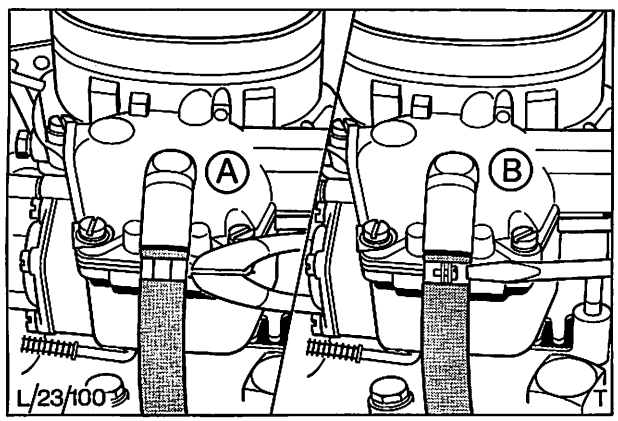

Abb. 80 Kraftstoffzufuhrleitung am Vergaser ab- und anschließen
Ist eine Klemmschelle montiert, muß diese durch eine Schraubschelle ersetzt werden, Abb. 80.
11. Kraftstoffzufuhrleitung am Vergaser anschließen, Abb. 80.